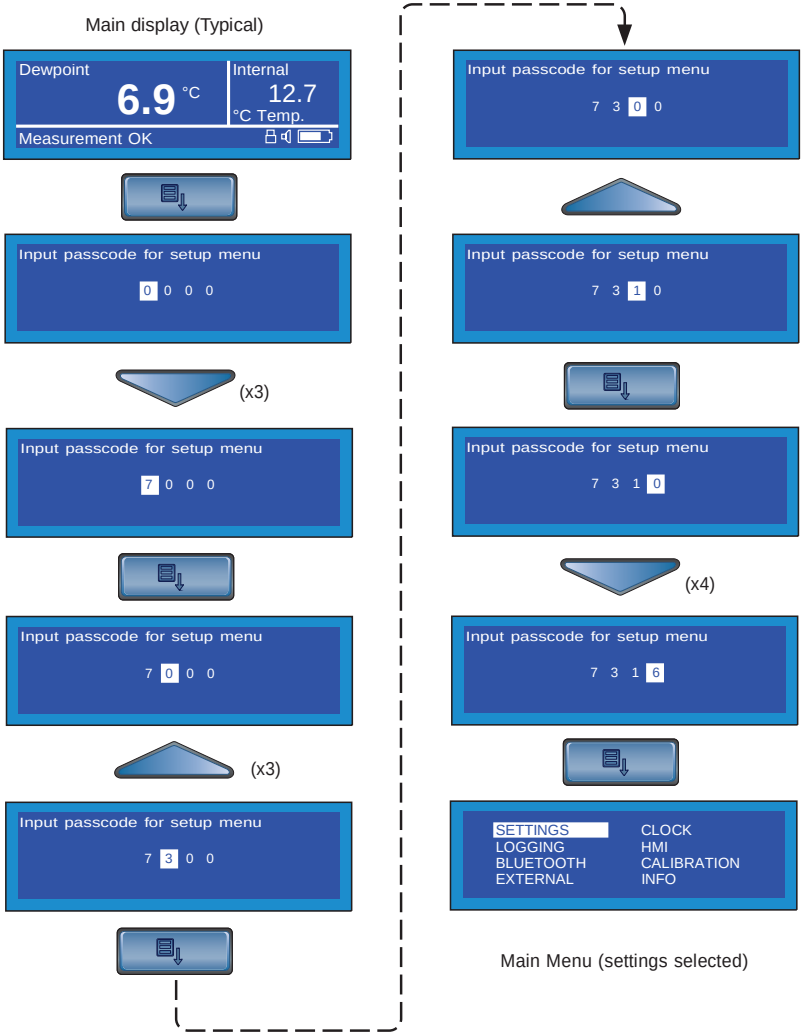

Figure 2.6 *Passcode entry*
Figure 2.6 shows the entry sequence. This flowchart and all other flowchartscharts in this handbook should be read from top to bottom and left to right.
Repeat this procedure, following *Figure 2.6*, until all the passcode digits have been entered. On successful entry of the last digit (6), the top level Main Menu is displayed.
To prevent unauthorized correction of the instrument's calibration tables, entry to the calibration menu is protected by an additional passcode PIN. The method of entry is the same as that described in Section 2.5 (see also Figure 2.6), except that a Cal PIN replaces the Settings PIN (refer to Section 7.3).